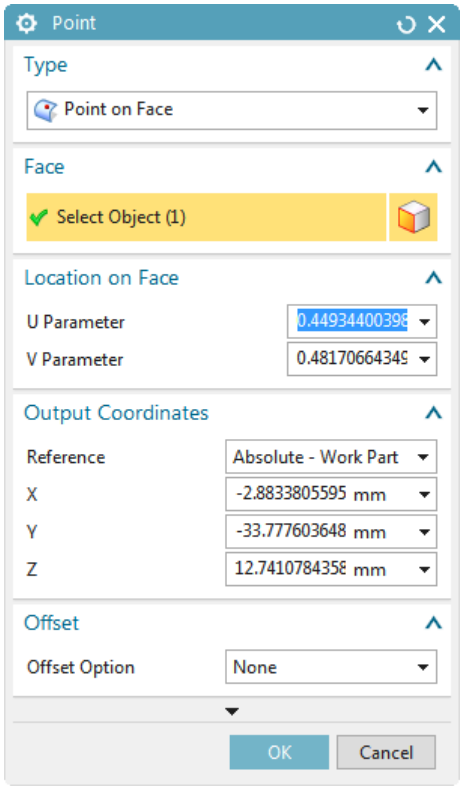

Figure 2-37 *The* ***Point*** *dialog box*
11. Choose the **Point Dialog** button; the **Point** dialog box is displayed, refer to Figure 2-37.